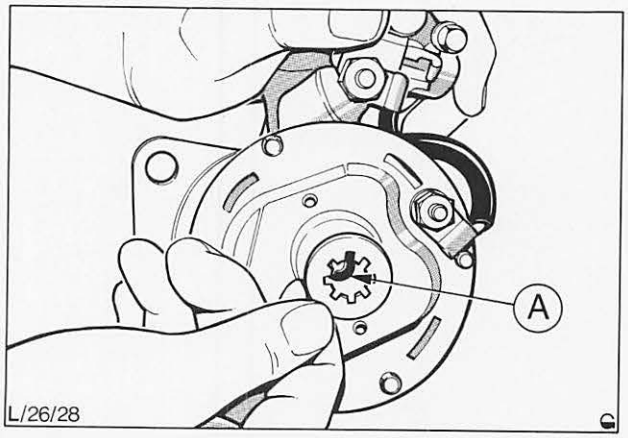

Abb. 36 Neue Zahnsicherung auf die Ankerwelle montieren
22. Neue Zahnsicherung auf die Ankerwelle drücken, Abb. 36.